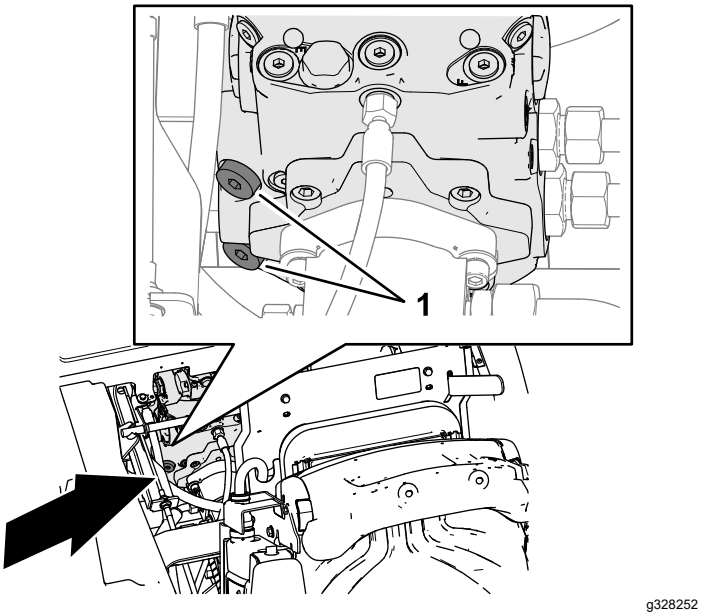

Figuur 37
1. Gebruik een inbussleutel van 8 mm om de 2 inbuspluggen voor de ontlastkleppen van de transmissiepomp 3 volle slagen linksom te draaien (Figuur 37).